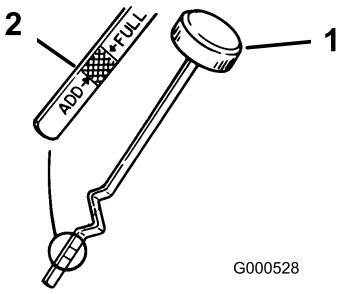

Figure 25
3. Retirez la jauge d'huile et essuyez soigneusement son extrémité (Figure 25).